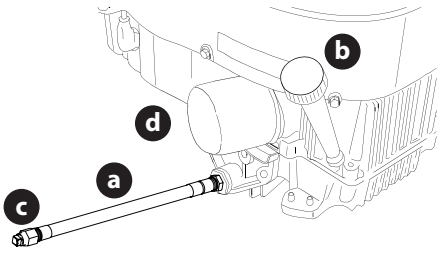

Fig. 35
1. Repérez l'orifice de vidange d'huile (a) sur le côté du moteur (Fig. 35).
2. Placez un récipient de récupération d'huile approprié d'une capacité d'au moins 2,37 litres sous l'ouverture du tuyau de vidange d'huile pour collecter l'huile usagée. Retirez le bouchon de remplissage huile ou la jauge du tube de remplissage d'huile (Fig. 35).
3. Tout en maintenant l'extrémité libre du tuyau de vidange d'huile au-dessus du récipient de récupération d'huile, dévissez le bouchon du tuyau à tête carrée (c) de l'extrémité du tuyau de vidange d'huile (Fig. 35). Vidangez l'huile moteur dans le récipient de récupération d'huile.
5. Retirez le filtre à huile (d) et videz-le dans le récipient de récupération d'huile (Fig. 35).
6. Remettez le filtre à huile (d) en place, puis remplissez le moteur avec de l'huile neuve comme indiqué dans la notice d'utilisation du moteur (Fig. 35).